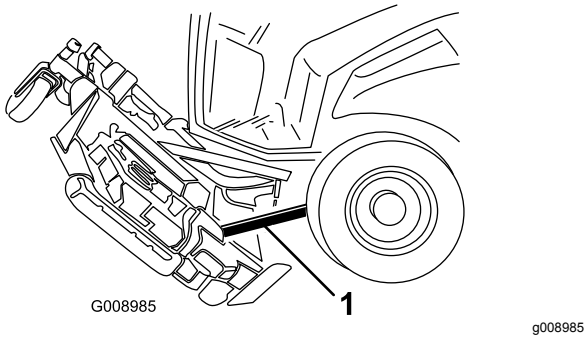

Figur 125
6. Kila in en träkloss mellan däckets bakre del och maskinen (Figur 125).